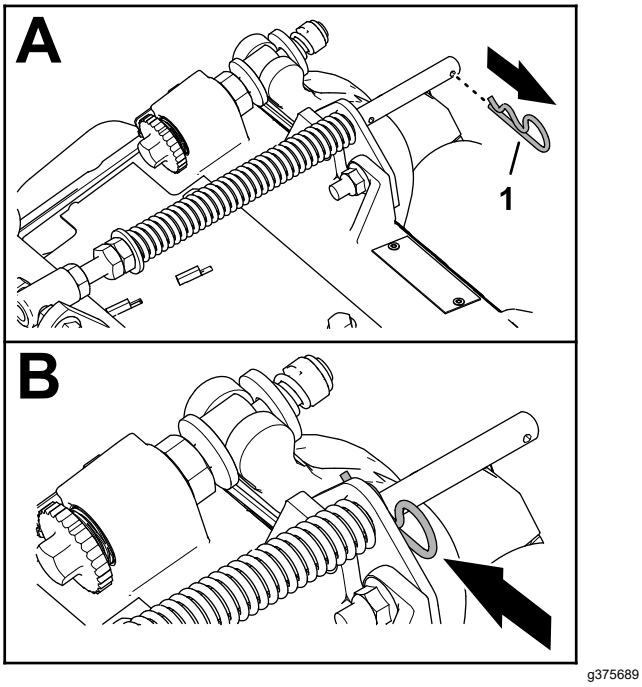

Figur 10
1. Om hårnålssprinten är monterad i det bakre hålet på utjämningsfjäderstången ska du ta bort hårnålssprinten och föra in den i hålet bredvid fästet (Figur 10).